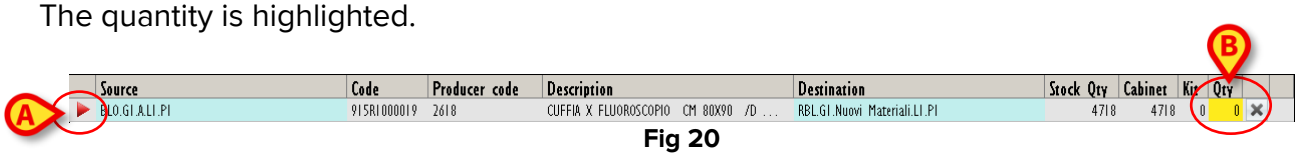

Fig 20
The selected row is indicated by the arrow (Fig 20 **A**).
- Click the cell indicating the "Quantity" (Fig 20 **B**).